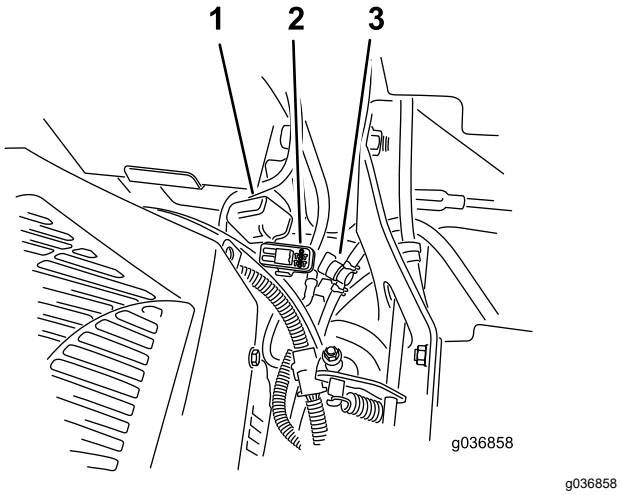

Figur 53
Merk: For MyRide-maskiner må du påse at jordkabelen ikke gnis mot slepearmen eller nedre støtdemperfeste (Figur 53).
Sikringene befinner seg i den høyre konsollen ved siden av setet (Figur 53).
2. Sett inn en ny sikring (Figur 53).